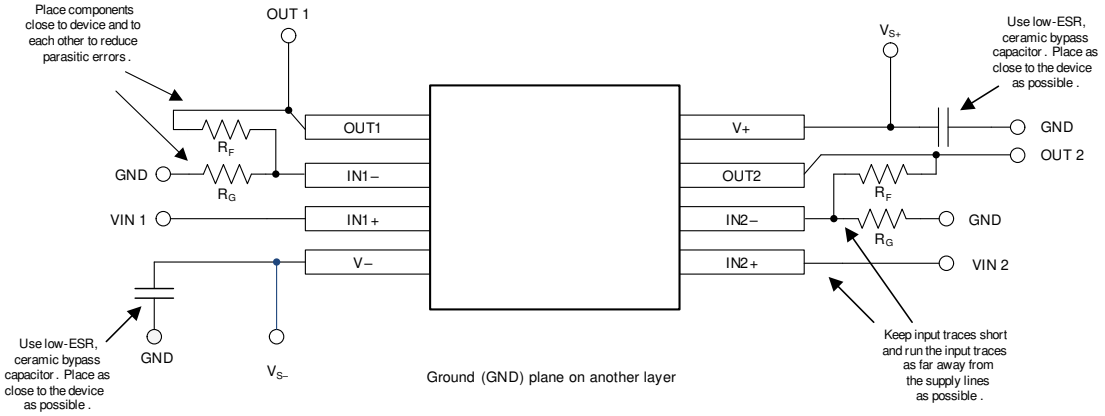

図 10-2. レイアウト例
- 外付け部品は、図 10-2 に示すように、可能な限りデバイスに近く配置します。R_F と R_G を反転入力に近づけて配置すると、寄生容量を最小化できます。